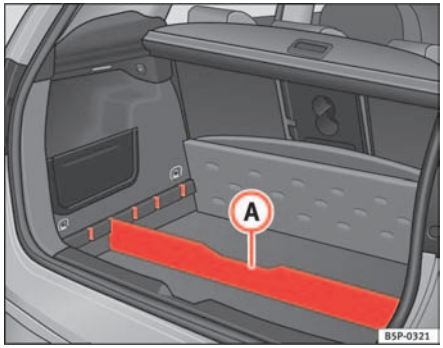

Fig. 104 Variable stowage area in the luggage compartment floor
– Fit the separator (A) ⇒ fig. 104, into the side grooves depending on the size of the objects to be transported. The onboard tool kit and the spare wheel are located underneath the luggage compartment.